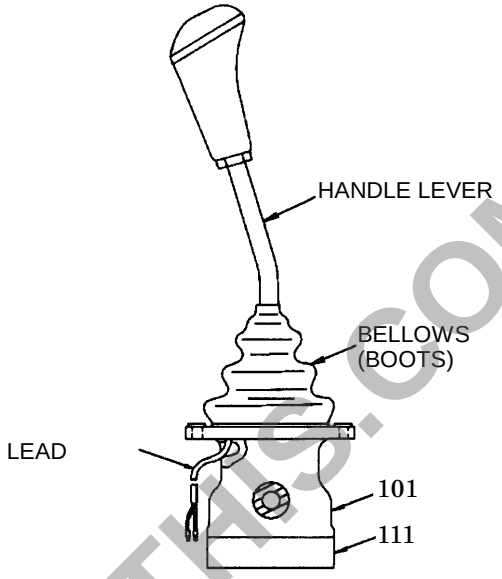

Fig. 3-2 Disassembling handle lever
1) Remove the handle lever assy, boots and lead wires from valve body (101). (See Fig. 3-2)
3) Place a wrench in the opposing flats of the disk (302) and turn counterclockwise till joint (301) gets loosened.